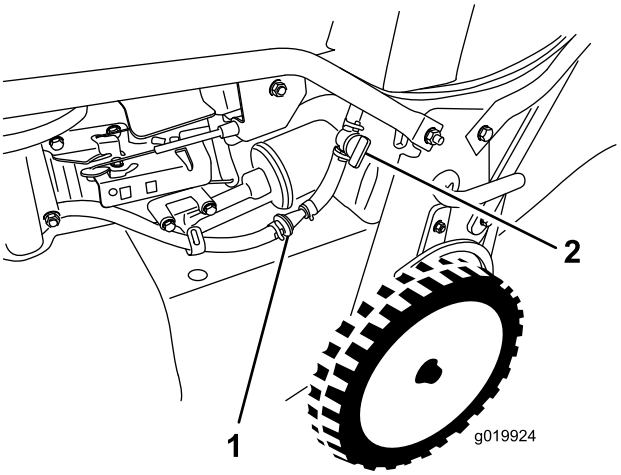

Figur 33
3. Luk brændstofafbryderventilen (Figur 33).
4. Fjern brændstoffilteret (Figur 33) fra brændstofrøret ved at løsne rørklemmerne omkring brændstoffilteret.